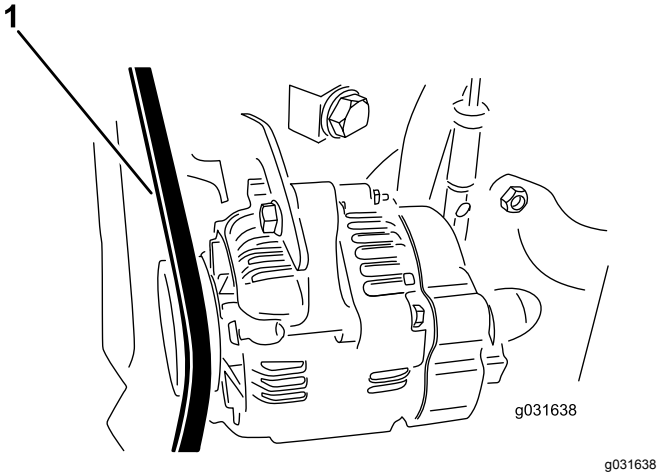

图 58
2. 向交流发动机皮带的两个皮带轮中间位置施加 30N 的力量图 58。